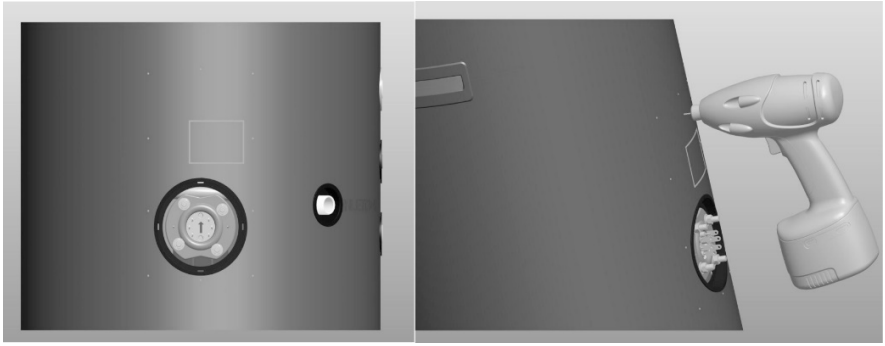

Рис.5 Сверление крепежных отверстий
7. Просверлите 10 отверстий, размеченных на монтажном шаблоне (Рис.5). Используйте сверло с диаметром 1,5 мм для моделей Nixen объемом 150/200 литров и 2,2 мм для моделей Nixen объемом 250/300 литров**.**